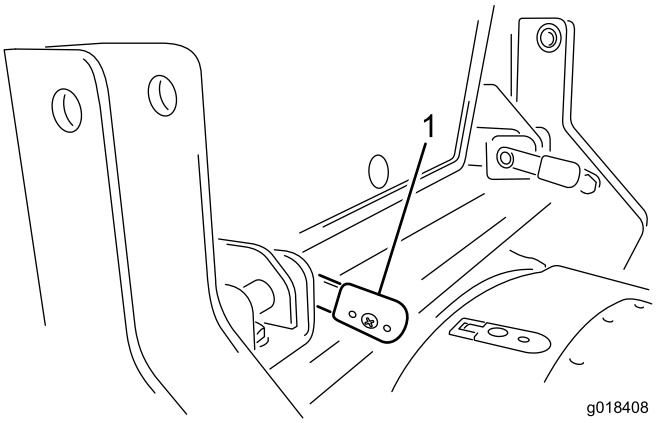

**Figur 13**
4. Når spakene er ført helt inn, drei dem bakover for å låse dem i stilling (Figur 13).